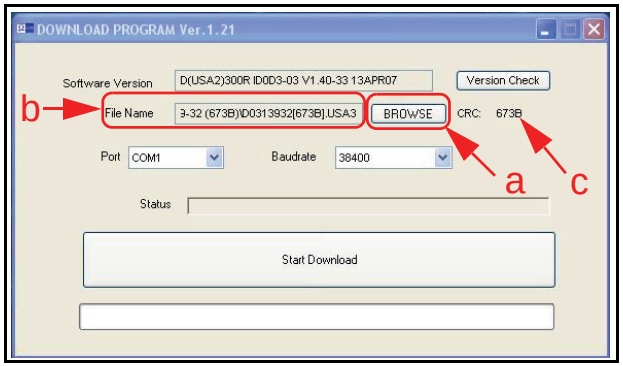

Figure 9 Browse Firmware Selection Screen
20. To select the desired Firmware file for DBV download, click on the 'BROWSE' Screen Button (See Figure 9 a). A search window will open allowing user browsing and selection of the desired Firmware file. Once a file has been selected, its path and filename will be displayed in the 'File Name' window (See Figure 9 b), and the CRC Checksum value for the file will be displayed to the right of the 'BROWSE' Screen Button (See Figure 9 c).